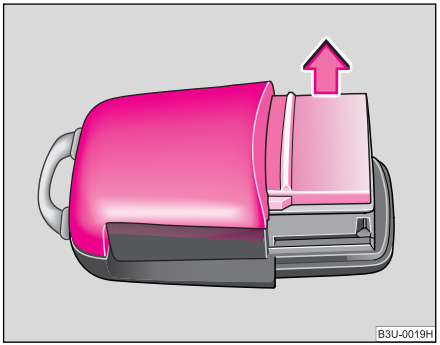

Fig. 20 Capacul carcasei emițătorului
– Scoateţi capacul carcasei emiţătorului ⇒ pagina 39, fig. 20 în sensul săgeţii.